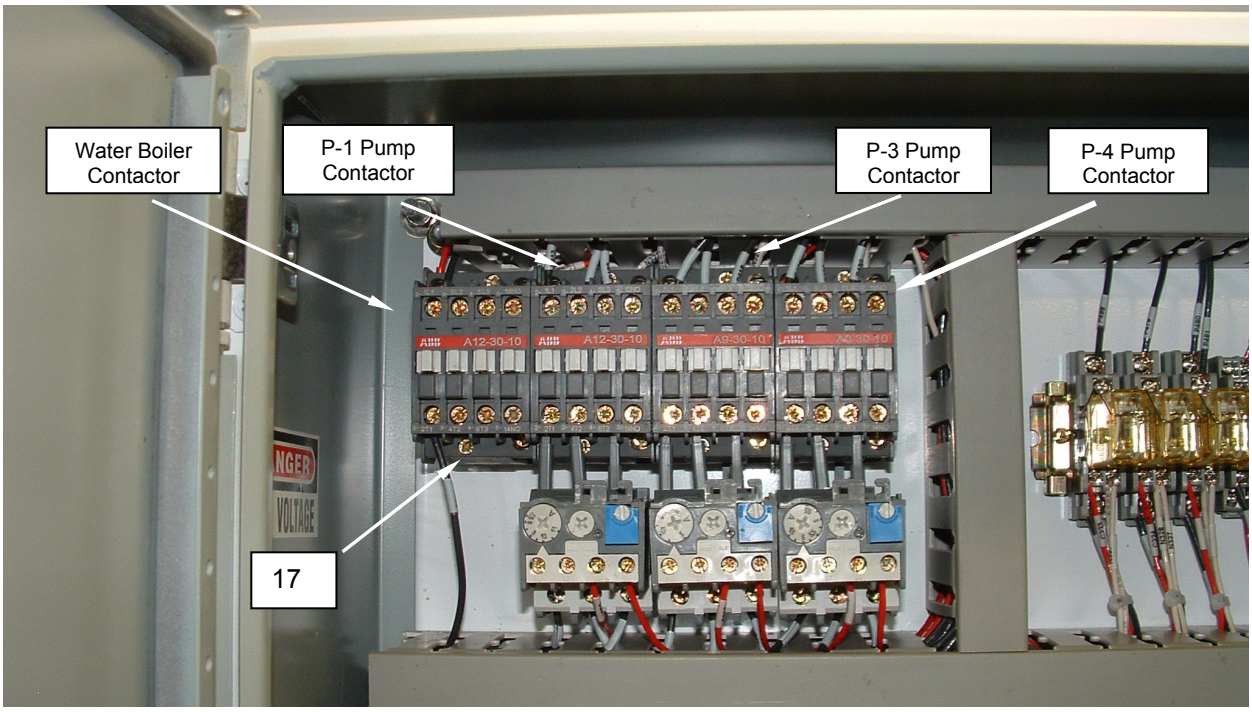

Figure 10. Replace a Contactor.
3. Tag and disconnect wiring from the contactor **(Figure 10, Item 17)**.
4. Remove the screws retaining the contactor **(Figure 10, Item 17)** to the PLC enclosure, and remove the contactor.
5. Install the replacement contactor **(Figure 10, Item 17)** and retain with screws.